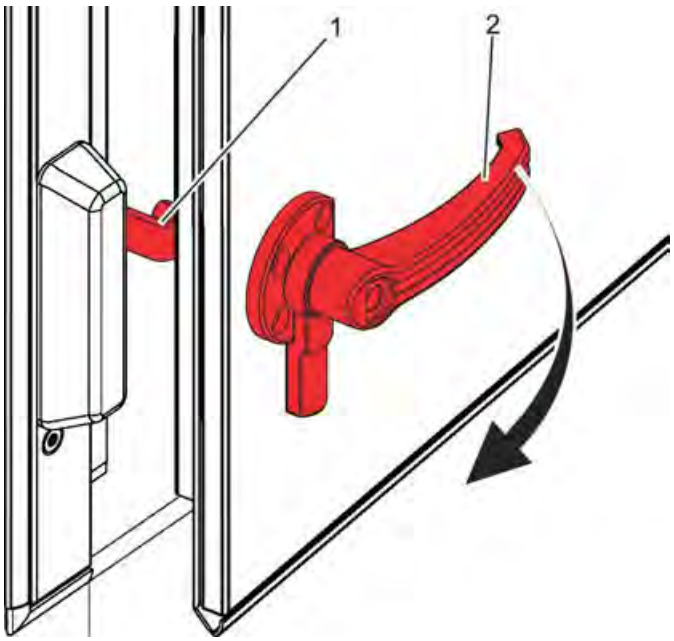

Fig. 18: Frigivelse af sikkerhedsfanger
3. Drej dørhåndtaget (Fig. 18 /2) med uret med 90 .
⇨ Dette frigør sikkerhedskrogen (Fig. 18 /1); inspektionsdøren kan nu åbnes helt.